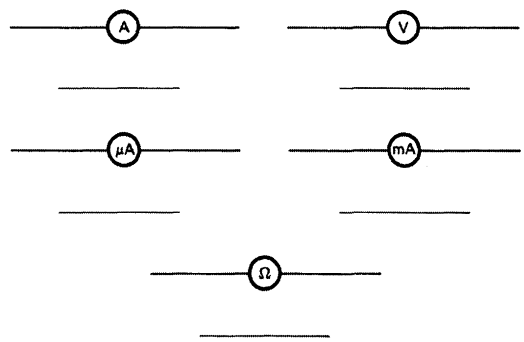

FIGURE 1-1K
4. Identify each of the meter symbols illustrated in Fig. 1-1K.